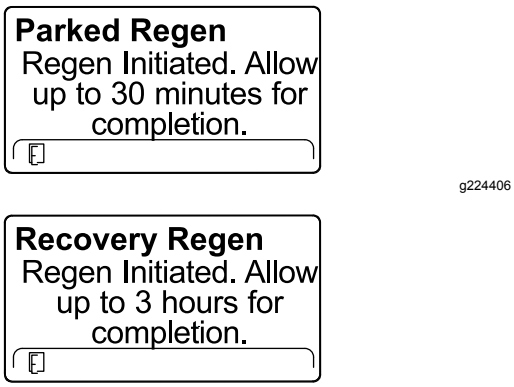

Figur 59
6. InfoCenter viser tid for å fullføre meldingen (Figur 59).